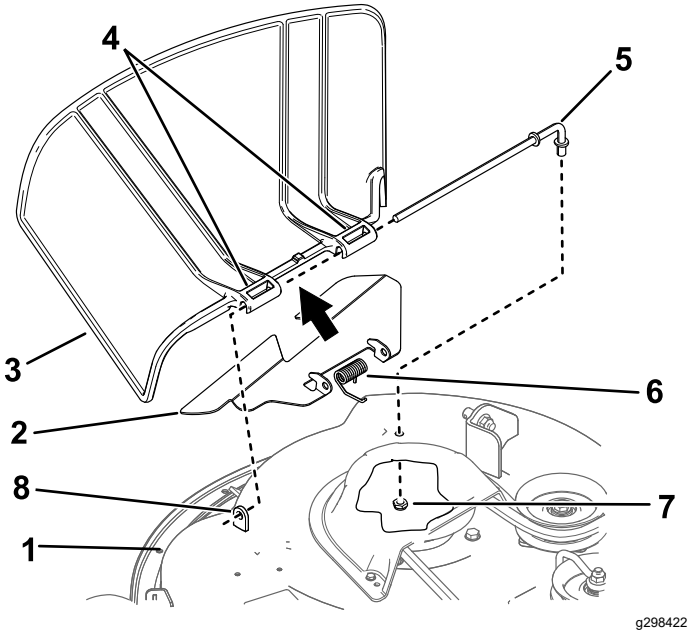

Figur 74
1. Avlägsna muttern (⅜ tum) från stången under klipparen (Figur 74).
2. Skjut ut stången från det korta avståndsstycket, fjädern, skärmen och gräsriktaren (Figur 74).
4. Installera den nya gräsriktaren och skärmen (Figur 74).
7. Skjut stången genom skärmen och gräsriktarens andra vridpunkt (Figur 74).
9. Fäst stångens bakre ände i klipparen med en mutter (⅜ tum) enligt Figur 74.